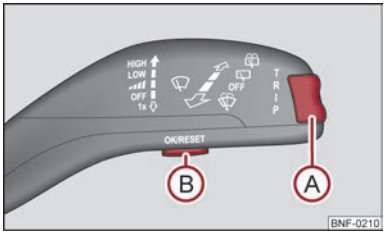

Fig. 6 Multi-functional indicator: Control elements
Switching over the memory takes place with the button Ⓑ ⇒ Fig. 6 on the windshield wiper lever.
The rocker switch Ⓐ and the button Ⓑ are located on the windshield wiper lever ⇒ Fig. 6.
– Press the rocker switch Ⓐ ⇒ Fig. 6 up or down to change the display of the time.
The driving time which has elapsed since the memory was last erased, appears in the display ⇒ page 10, Memory. If you wish to calculate the driving time from a particular time of day you must first erase the memory at this moment in time by pressing the button Ⓑ ⇒ Fig. 6.
The distance driven since the memory was last erased appears in the display ⇒ page 10. If you wish to calculate the distance driven as of a particular time, you must erase the memory at this moment in time by pressing the button Ⓑ on the windshield wiper lever ⇒ Fig. 6.
The average speed since the memory was last erased is shown in the display in km/hour ⇒ page 10. If you wish to determine the average speed over a certain period of time, you must erase the memory at the start of the new measurement by pressing the button Ⓑ on the windshield wiper lever ⇒ Fig. 6.
– With button Ⓐ ⇒ Fig. 6, choose the menu point **Warning against excessive speeds** on the windshield wiper lever.